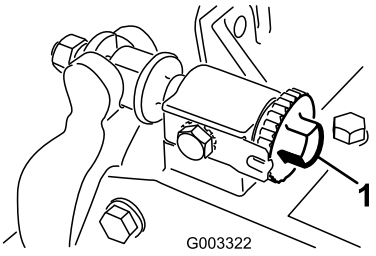

Figur 25
1. Løsne kontakten mellom spole og motstål ved å dreie justeringsknotten for motstålet (Figur 25) mot klokken inntil de ikke lenger er i kontakt.